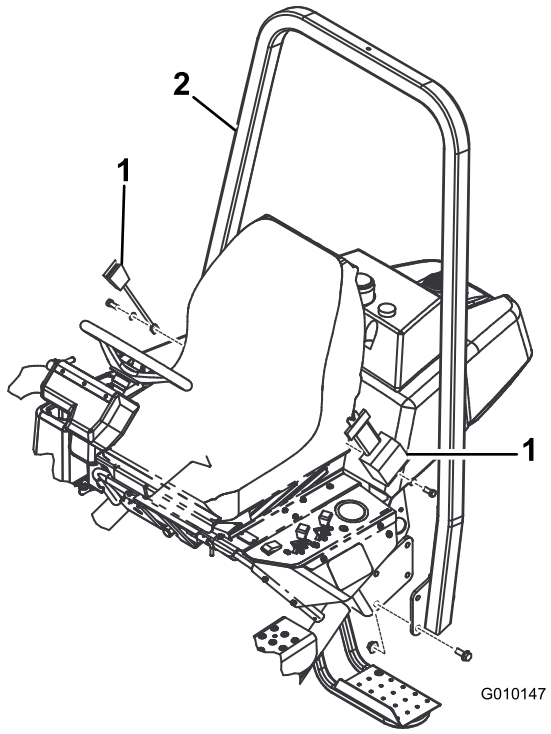

Figuur 6
2. Laat het ROPS-frame (Figuur 6) op de montagebeugels zakken en zorg ervoor dat de montagegaten uitgelijnd zijn.